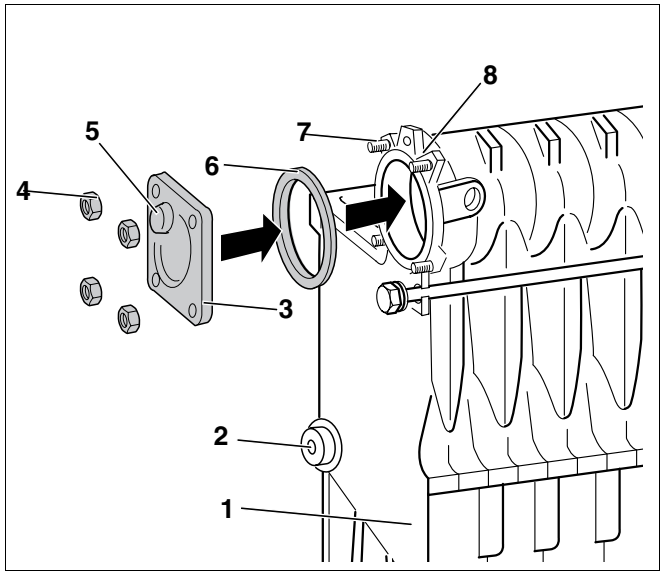
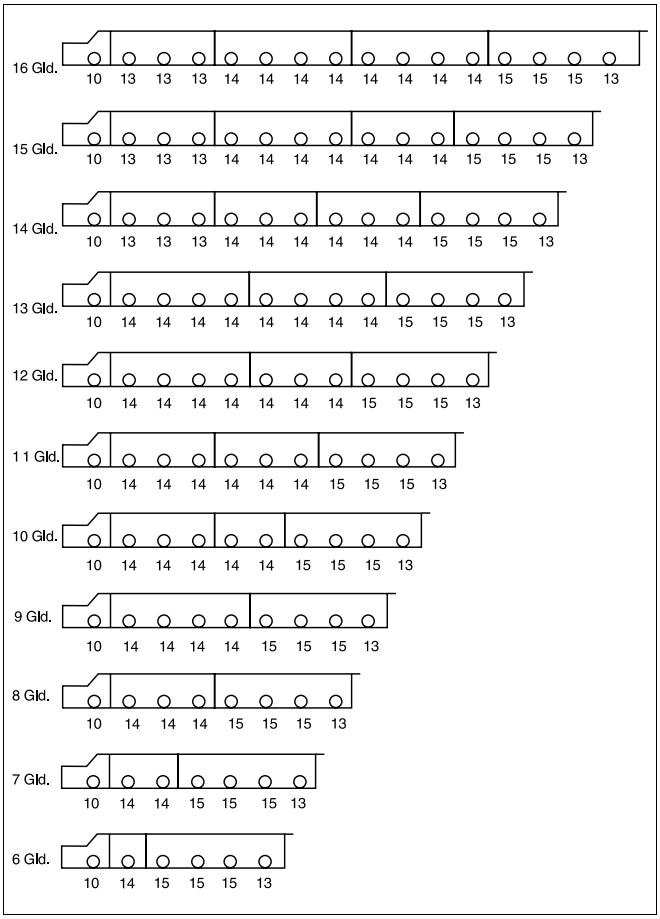
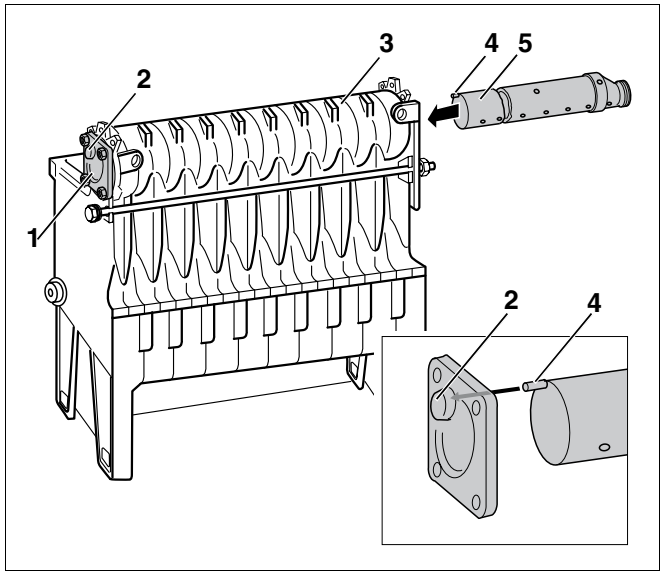

Рис. 22 Установка глухого фланца
Рис. 23 Схемы подпиточных труб для всех типоразмеров котлов (Ø отверстий в мм)
Рис. 25 Установка собранной подпиточной трубы
Верхнюю заднюю ступицу котла (рис. 22, **поз. 8**) конечной секции (рис. 22, **поз. 1**) котлового блока нужно закрыть глухим фланцем (рис. 22, **поз. 3**).
- Установить уплотнение (рис. 22, **поз. 6**) на уплотнительную поверхность верхней задней ступицы котла (рис. 22, **поз. 8**).
В собранном состоянии выемка глухого фланца должен находиться вверху и смотреть в середину котлового блока, как показано на рис. 22, **поз. 5**.
- Надеть глухой фланец (рис. 22, **поз. 3**) на шпильки (рис. 22, **поз. 7**) нижней задней ступицы котла (рис. 22, **поз. 8**) и закрепить его гайками (рис. 22, **поз. 4**).
Подпиточная труба состоит из головной части, от одной до трех средних частей, в зависимости от типоразмера котла, и конечной части с кулачком (рис. 23). Кулачок служит для выставления правильного положения подпиточной трубы и должен вставляться в выемку глухого фланца (рис. 22, **поз. 5**, стр. 24). Подпиточная труба вставляется спереди в верхнюю ступицу котла (рис. 25, стр. 26).
- Вставить конечную часть подпиточной трубы (рис. 25, **поз. 5**, с кулачком (рис. 25, **поз. 4**)) в открытую верхнюю ступицу котла на ¾ длины.
- Задвинуть собранную подпиточную трубу (рис. 25, **поз. 5**) в верхнюю ступицу котла (рис. 25, **поз. 3**).
- Кулачок на конечной части подпиточной трубы (рис. 25, **поз. 4**) должен войти в выемку глухого фланца (рис. 25, **поз. 2**).